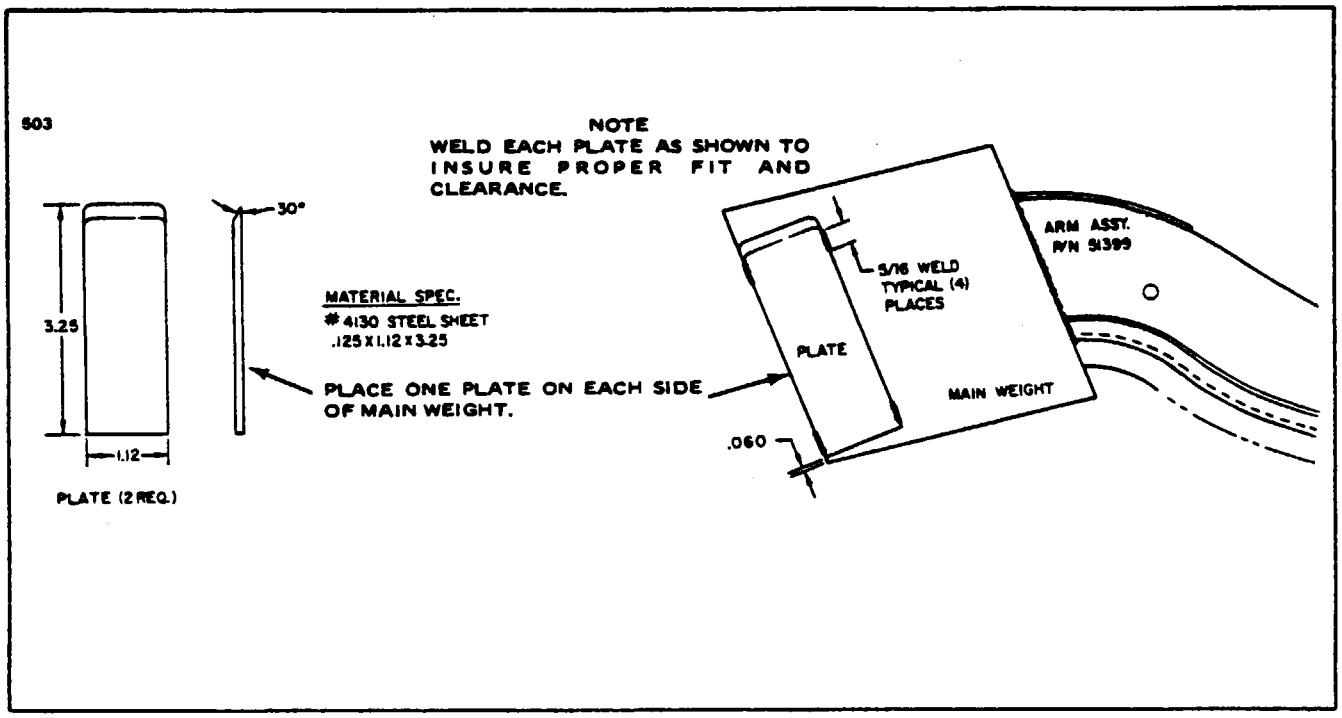

Figure 4-14. Elevator Balance Weight Modification
j. If the elevator is still trailing edge heavy with the maximum number of trim weights installed, check the elevator balance weight arm assembly P/N 51399 to see if it has additional plates welded to the main balance weight. Elevators with Serial Nos. 31T-7400002 to 31T-7720022 inclusive may be modified to include the additional plates on the main balance weight if required. Refer to Figure 4-14, for fabrication and installation instructions.